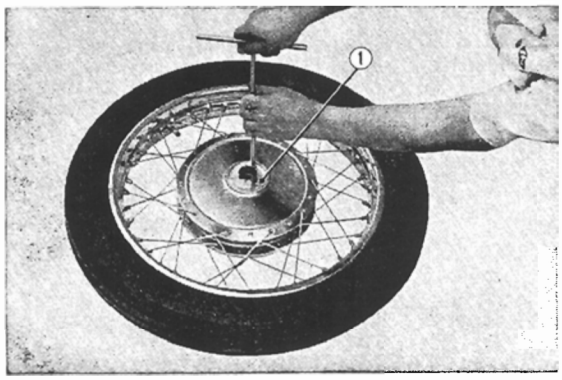

Fig. 4.76 Removing the bearing retainer
① Front wheel bearing retainer
6. Remove the panel, bearing retainer, two 6302 Z ball bearings, front axle distance collar and dis assemble the front wheel hub. **(Fig. 4.76)**